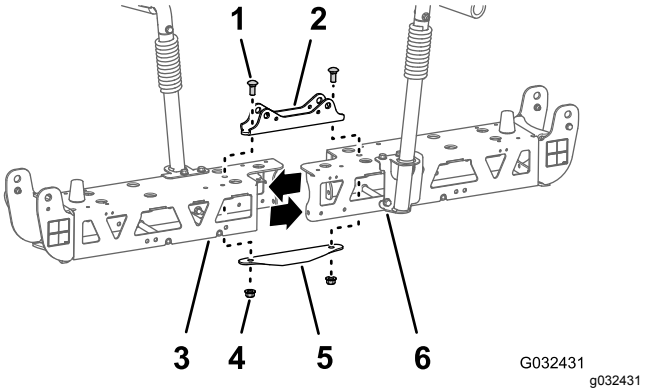

Figur 53
2. Afmonter de 2 bræddebolte (1/2 x 1-1/4 tomme) og 2 låsemøtrikker (1/2 tomme), der fastgør det smalle cylinderbeslag, venstre og højre afstiverstel og den smalle stødplade (Figur 53).